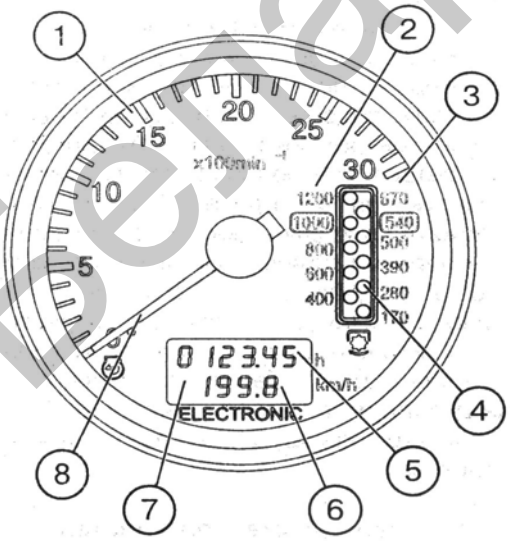

Рис. 1. Тахоспидометр (P1):
1.1 Тахоспидометр АР70.3813 (рис. 1)